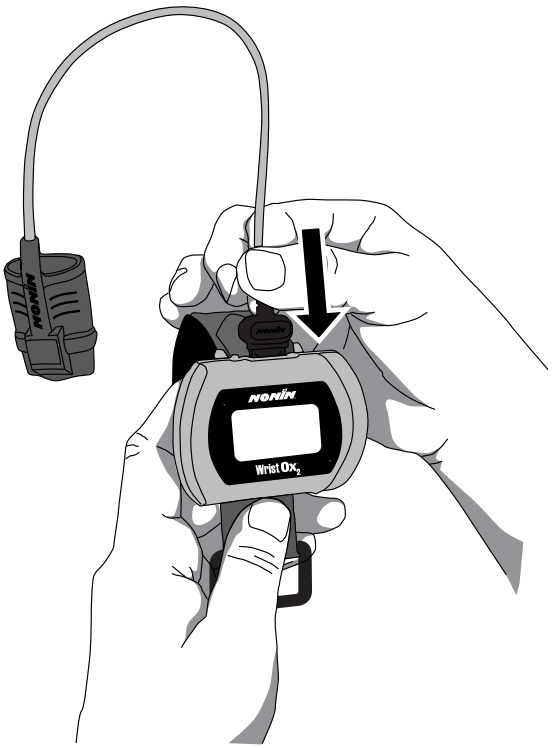

Figura 12: Applicazione del sensore
1. Inserire il connettore del sensore nella relativa porta sulla parte superiore del dispositivo (figura 12). Il logo Nonin del connettore deve essere rivolto verso la parte anteriore del dispositivo.